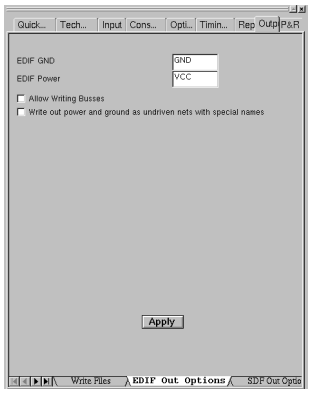

Figure 1-16 Spectrum Level 3 Edif Out Options
11. Click on the Output tab. By default the Filename will be the top level file .EDF, i.e. watch.edf in this tutorial. Select the Format to be EDIF. Here will will need to set an EDIF output option. Click on the EDIF Out Options tab in the lower portion of the Output window. Here you will need to turn off the option to Allow Writing Busses, by deslecting the checkbox. Next click on the Apply button. See figure 1-16.